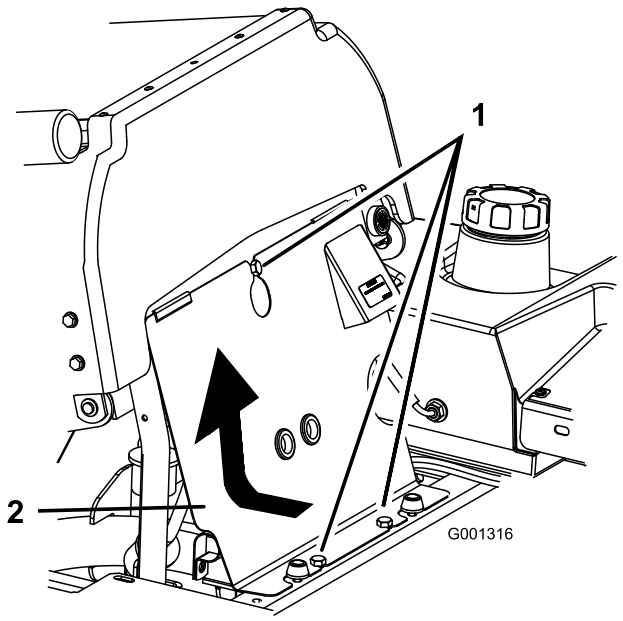

**Figuur 53**
3. Kantel de stoel naar voren, draai de bouten los en verwijder het frontpaneel van de motor (Figuur 53).